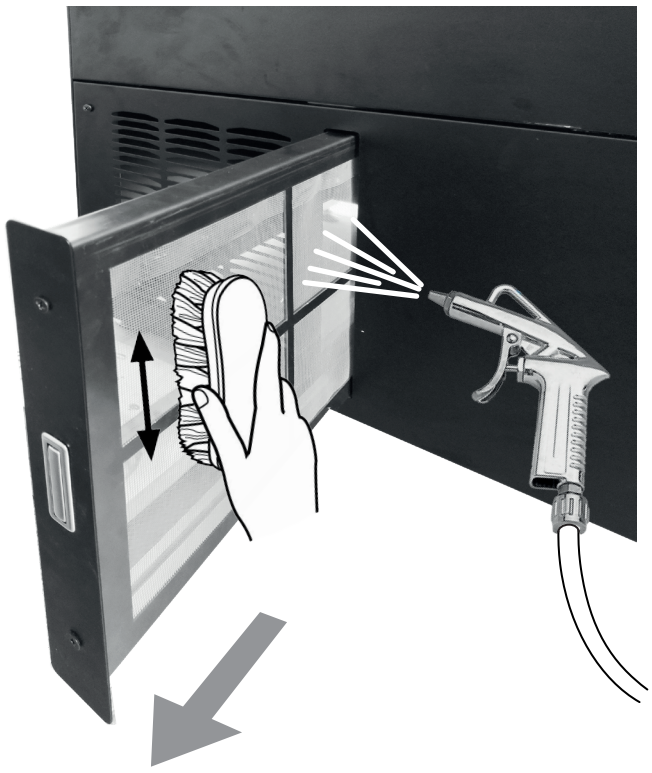

fig. 18
- Pull out the drawer filter (fig.18), loosening the two locking screws.